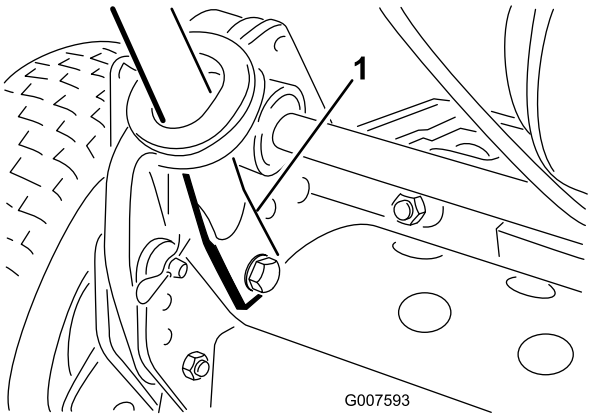

Figur 3
5. Klem håndtagets ender indad, og monter dem på monteringstapperne (Figur 3).
6. Fastgør håndtagets ender til monteringstapperne med boltene, spændeskiverne og låseskiverne, som tidligere blev afmonteret (Figur 3).
7. Fastgør bunden af håndtagets arme til hver side af plæneklipperen med de bolte og låsemøtrikker, som tidligere blev afmonteret (Figur 3). Husk at sætte bøsningerne i håndtagsarmenes monteringshuller.
8. Fastgør håndtagets arme til stellets bagende med de låseclips og ringpinde, som tidligere blev afmonteret (Figur 3).